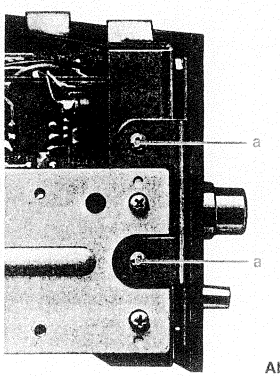

Abb. 2
- 4 Schrauben **a** (2 links und 2 rechts) herausdrehen (Abb. 2)